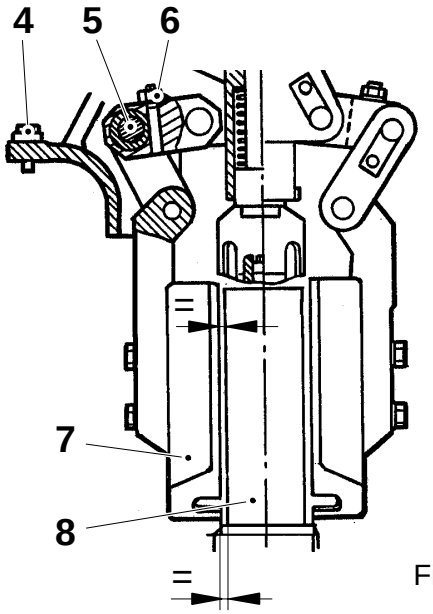
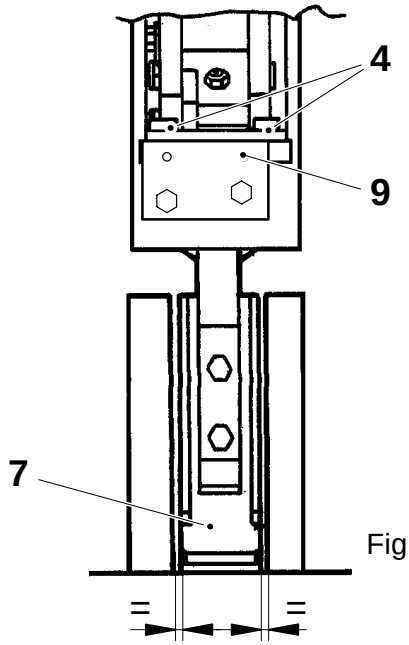

Fig. 2
Fig. 3
a) Loosen the nuts (6) and tap on the locking pin to set the eccentric axle pin (5) free. Set the side lugs (7) in their outer position.
d) Set the side lugs parallel to the station (8), see fig. 2. Tighten the nut (6).
e) Loosen the screws (4). Shift the pressure unit lengthwise.
The side lugs (7) are to be positioned symmetrically ±0.2 mm between the stations (8), see fig. 3.